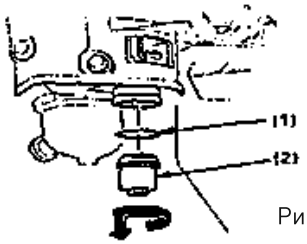

Рис. 14
Переместите топливный кран в положение «Закрыто» (OFF), открутите гайку топливного фильтра и уплотнительное кольцо. Промойте детали в растворителе, тщательно прочистите их и снова установите на прежние места. Переместите топливный кран в положение «Открыто» (ON) и убедитесь, чтобы не было утечек (см. рис. 14).